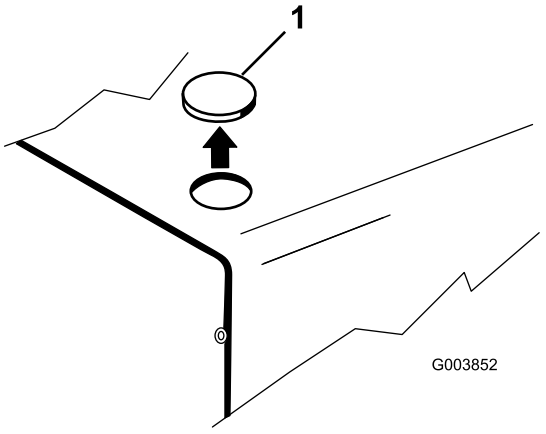

Figur 3
1. Ta bort den plugg som sitter i hålet i motorhuvens vänstra främre hörn (Figur 3).